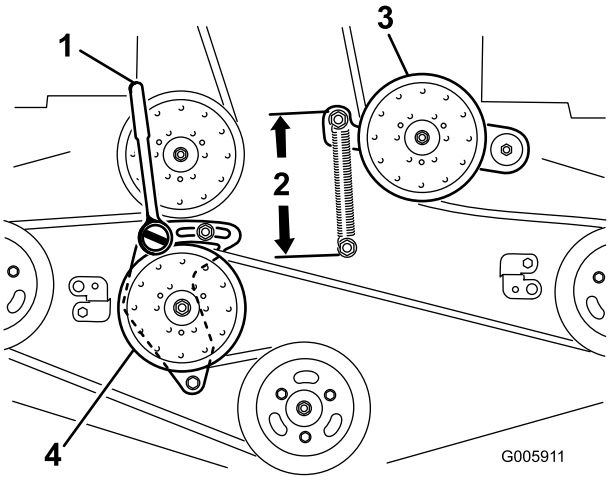

Figura 59
4. Afloje el brazo de la polea tensora fija y ajústelo para aliviar la tensión de la correa (Figura 59).
7. Introduzca una llave de carraca con extensión corta en el taladro cuadrado del brazo de la polea tensora fija (Figura 59).
9. Para aumentar la tensión de la correa, gire la llave de carraca en el sentido contrario a las agujas del reloj para desplazar el brazo de la polea tensora fija hasta obtener un espacio de 16,5 cm entre los ganchos del muelle (Figura 59).